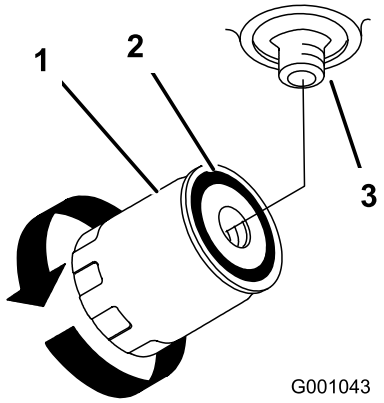

Figur 72
7. Påfør et tyndt lag på gummipakningen på det nye filter (Figur 72).
oliefilteret med uret, indtil gummipakningen berører filteradapteren. Stram dernæst filteret yderligere 1/2 omgang (Figur 72).